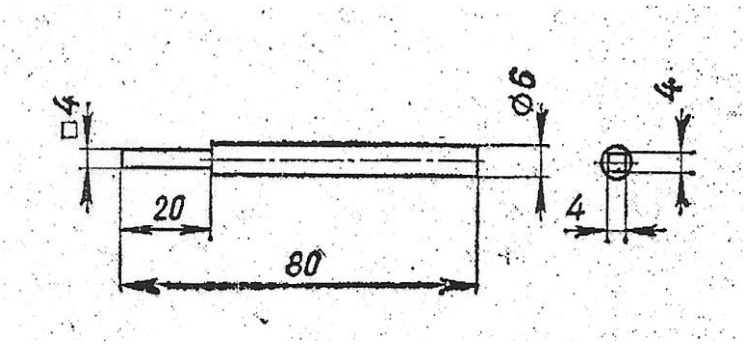

Рис. 8
2. Один кінець прута обпиляти напилком під квадрат 4Х4 мм (рис. 8) на довжину 20 мм.